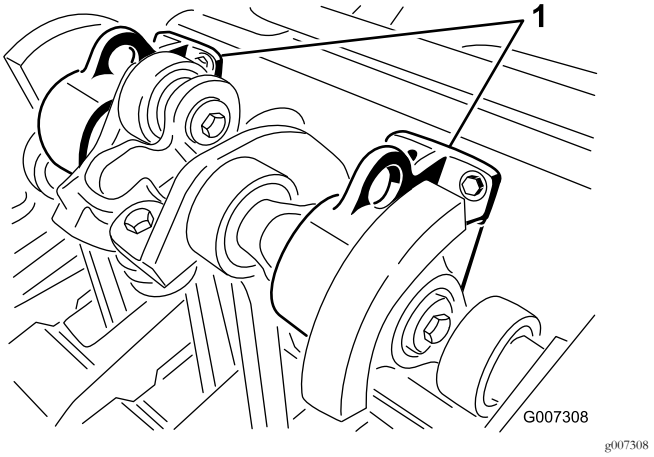

**Figuur 27**
**Opmerking:** Als deze beschikbaar is, kan er een takel worden gebruikt om de achterzijde van de ProCore beluchter te heffen. Gebruik de ringen in de lagerbehuizing van de beluchtingskop om de takel te bevestigen (Figuur 27)